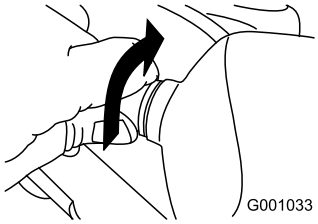

Figur 62
2. Drej pærens sokkel mod uret, indtil den ikke kan drejes mere (Figur 62).